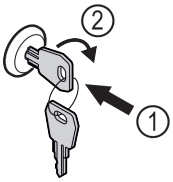

Fig. 61 Reprezentare exemplificatoare
▶ Introduceți cheia prin apăsare *Fig. 61 (1)*.
▶ Rotiți cheia cu 90° în sensul acelor de ceasornic *Fig. 61 (2)*.